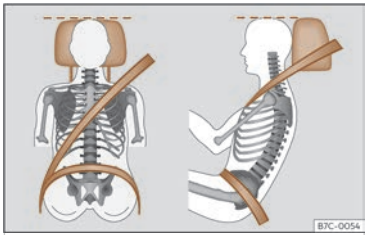

Fig. 15 Correct belt web and headrest positions
- Adjust the head restraint so that its upper edge is, as far as possible, at the same level as the top of your head, as close to eye level as possible[1] ››› page 113. Keep the back of your neck as close as possible to the headrest ››› Fig. 15.
- Adjust the seat lengthwise so that you can fully step on the pedals with your knees slightly bent and there is a distance between the knee area and the instrument panel of at least 10 cm (4 inches) ››› Fig. 15.